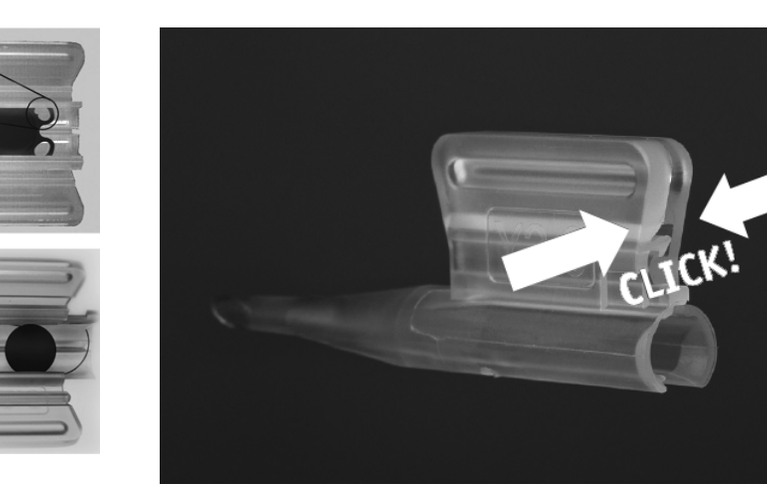

Fig. 4
5. Lukk kassetten til du hører et knepp. (fig. 4) **Kontroller at det ikke er linsemateriale mellom vingene på kassetten.** Ved intraokulære linser i 3 stykker skal den bakre haptikken stikke ut av kassetten. (fig. 4a)